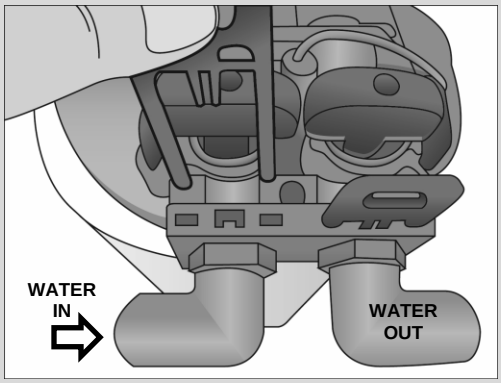

Fig 1
- The system has 3 connections - an inlet, an outlet, and a drain line connection. If you are looking at the back of the unit (fig 1), the inlet is on the left side. Warning: Make sure that you have correctly identified the inlet of the system. **REVERSING THE CONNECTIONS WILL RESULT IN FILTER MEDIA BEING THROWN INTO YOUR HOME'S PLUMBING SYSTEM CAUSING DAMAGE TO IT AS WELL AS THE Filter system.**